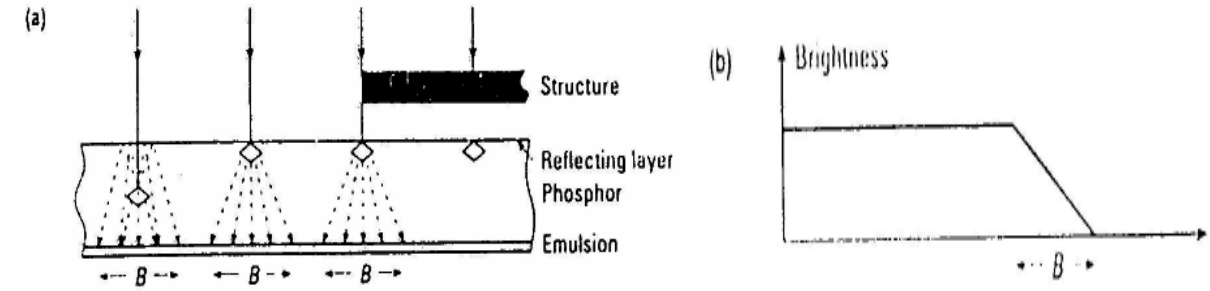

Fig. 3.6 Screen blurring, (a) Cross-section through film and screen, (b) A plot of brightness of phosphor image along a line across the screen.
- When a film is exposed without screens, a single X-ray produces in effect a point image. When screens are used, a single X-ray absorbed by a fluorescent crystal causes it to emit light in all directions. ***This is illustrated in Fig. 3.6***